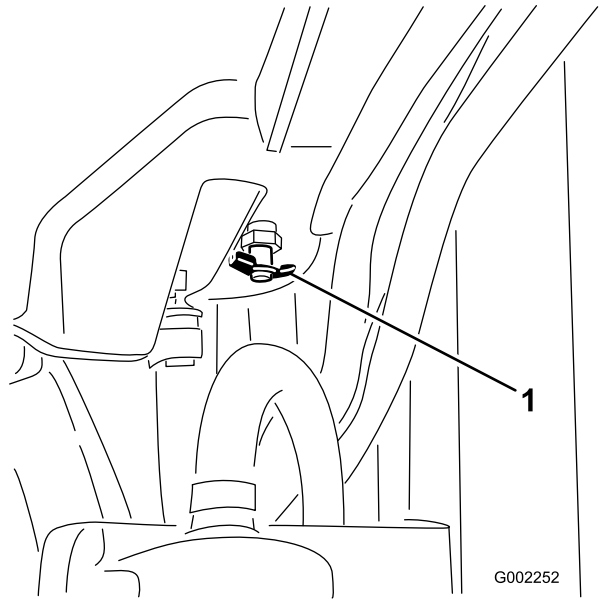

Bild 55
4. Öffnen Sie den Ablass (Bild 55) und lassen Sie das Kühlmittel in die Wanne ablaufen.